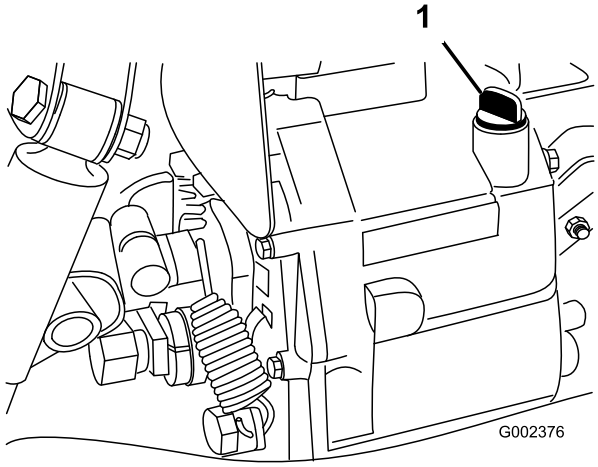

Figur 16
2. Gör rent området kring oljestickan (Figur 16).